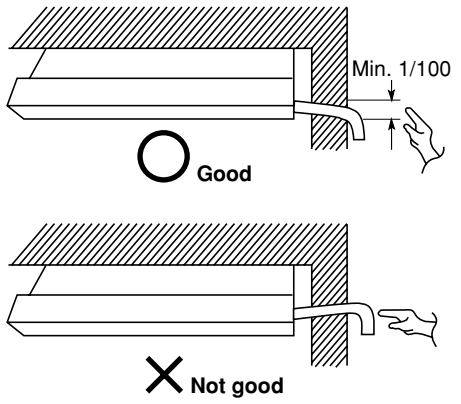

**Fig. 3-53**
- Connect the drain piping so that it slopes downward from the unit to the outside. (Fig. 3-53)